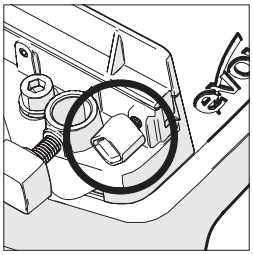

Fig. 5
- Desserrez la vis. **(Fig. 5)**.